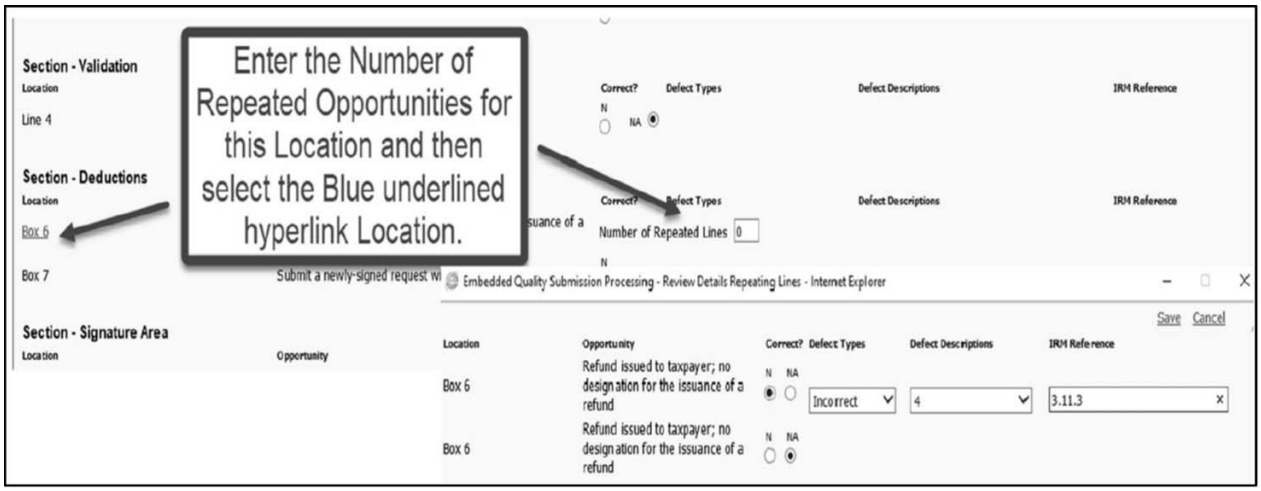

Figure 3.30.30-15 Review Detail - Repeated Opportunity Selection
(8) A "Location" with Repeated Opportunities is identified in blue with an underlined hyperlink. **See Figure 3.30.30-15.** This functionality allows you to code opportunities that occur multiples times.